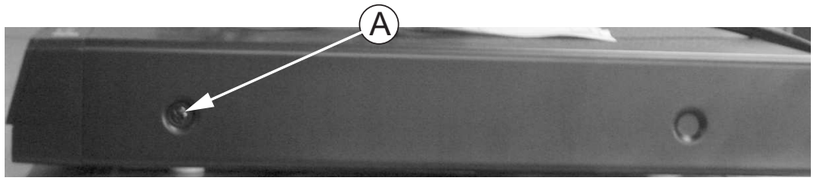

Figure 4
- 1 screw “A” each on the left & right side as shown in figure 4.